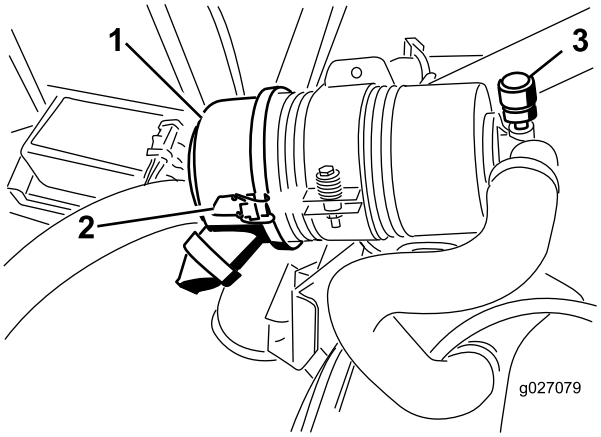

Figur 55
Utför bara service på luftrenarfiltret när serviceindikatorn (Figur 55) anger att det krävs. Om du byter luftfiltret tidigare ökar det risken för att smuts kommer in i motorn när du har avlägsnat filtret.
1. Lossa spärrhakarna som fäster luftrenarkåpan på luftrenarhuset (Figur 55).